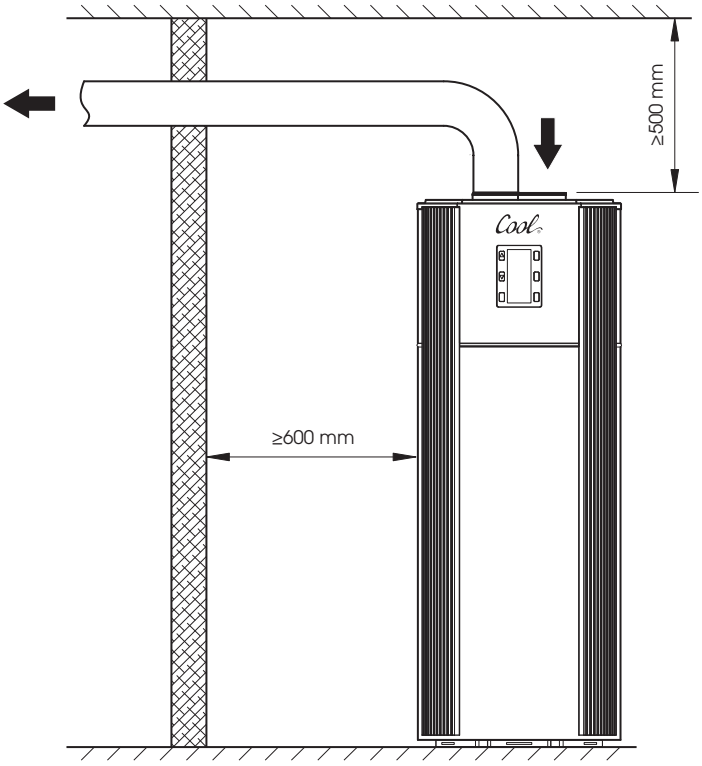

Rys. 1
2. W przypadku instalacji jak na rys.1 należy podłączyć wyłącznie wlot lub wylot powietrza, urządzenie powinno być zainstalowane w miejscu wentylowanym, po stronie połączonej z rurami wodnymi pozostawić wystarczającą przestrzeń. Wówczas – jeśli urządzenie jest instalowane poza pomieszczeniem – może mieć podłączony wylot powietrza do przewodu powietrznego biegnącego do pomieszczenia w celu wymiany świeżego powietrza i korzystania z funkcji chłodzenia; jeśli urządzenie jest instalowane w pomieszczeniu – może wyciągać powietrze z pomieszczenia w ramach funkcji wentylatora.